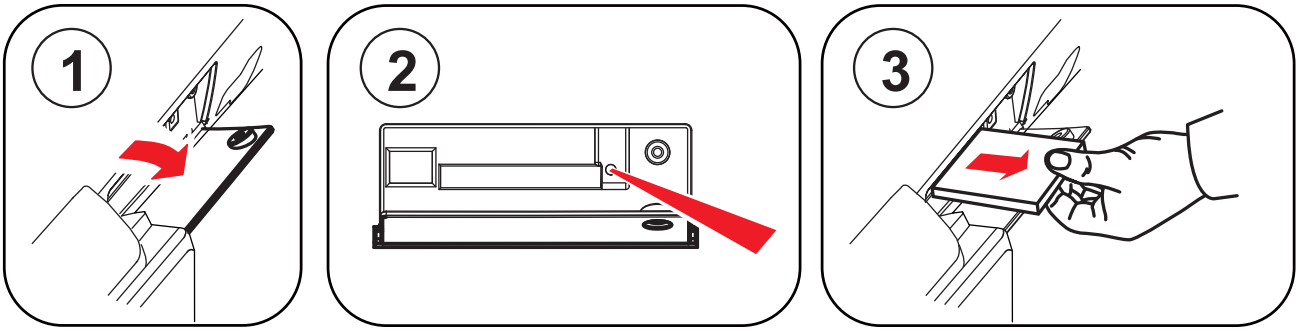

Figure 3-10 Memory Card Uninstallation (2)
1. Open up Memory Card Cover by direction shown in Figure3-10-①.
2. Push the rounded area as shown in the Figure 3-10-② by using a sharp object, i.e. pin or paper clip, Memory Card will be ejected.
3. Take Memory Card as shown in Figure 3-10-③.